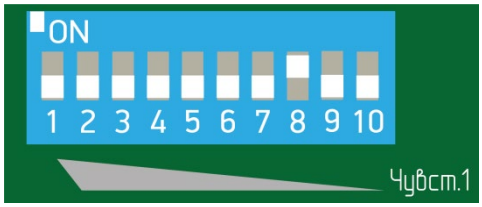

Рисунок 7.9
– установить флажок 8 переключателя регулировки чувствительности в положение «ON» (верхнее положение), все остальные флажки в нижнее положение (рисунок 7.9);